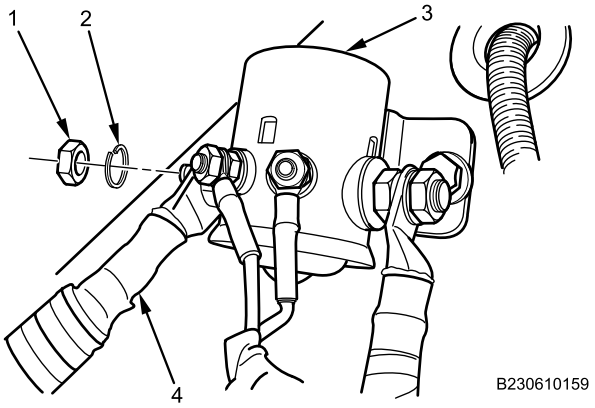

Figure 3. Positive Cable to MAIN POWER.
4. Remove nut (Figure 3, Item 1) and lockwasher (Figure 3, Item 2) securing positive cable (Figure 3, Item 4) to 110V MAIN POWER switch (Figure 3, Item 3). Discard lockwasher.